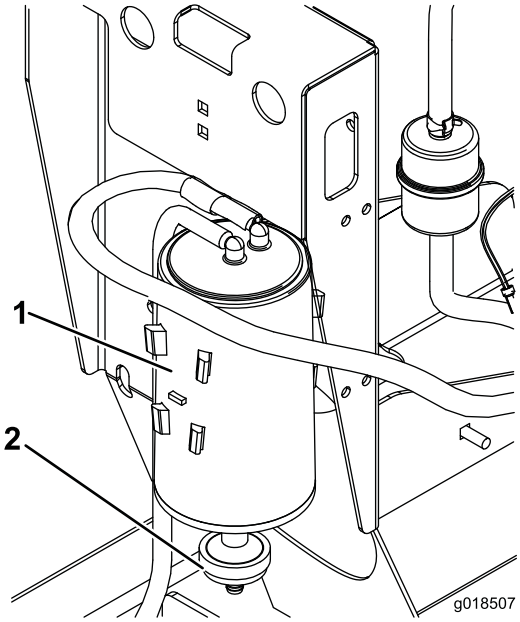

Figur 17
2. Fjern og kassér kulfilterbeholderens luftfilter (Figur 17).